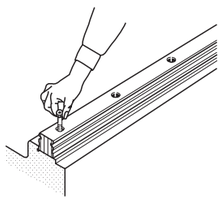

Fig. 19 Temporary fixing of track rail
❷Temporary fixing of Linear Way Ⅰ and Ⅱ track rails
- Correctly fit the reference mounting surface of Linear Way Ⅰ track rail onto the mating reference mounting surface of the bed, and temporarily fix the track rail with mounting bolts. (See Fig. 19.)